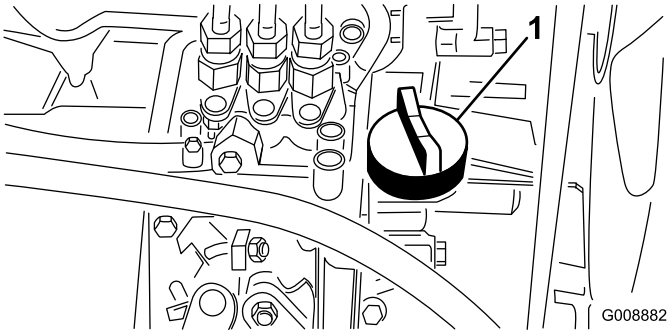

Figuur 20
4. Als het oliepeil te laag is, verwijdert u de vuldop (Figuur 20) en vult u bij met kleine hoeveelheden olie totdat het oliepeil de Vol-markering op de peilstok bereikt. Vul de olie langzaam bij en controleer daarbij veelvuldig het peil.